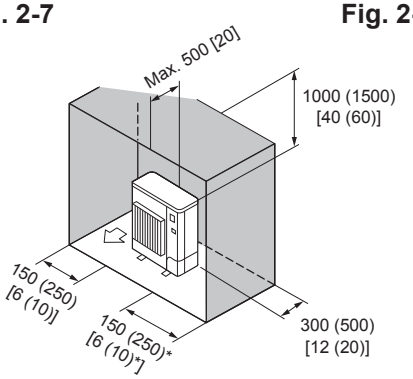

Fig. 2-11
⑥ Obstacles uniquement à l'arrière, sur les côtés et au-dessus (Fig. 2-11)